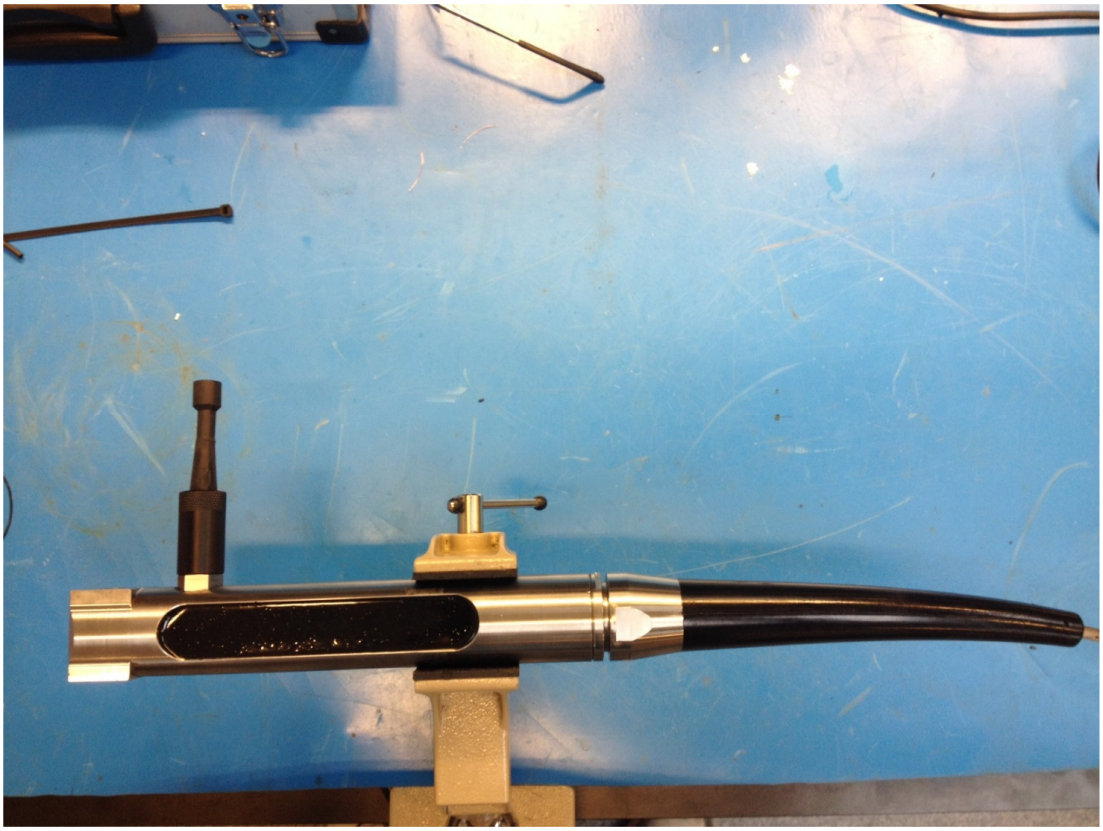

Figure 13 Complete termination
2. Figure 13 shows a complete termination.